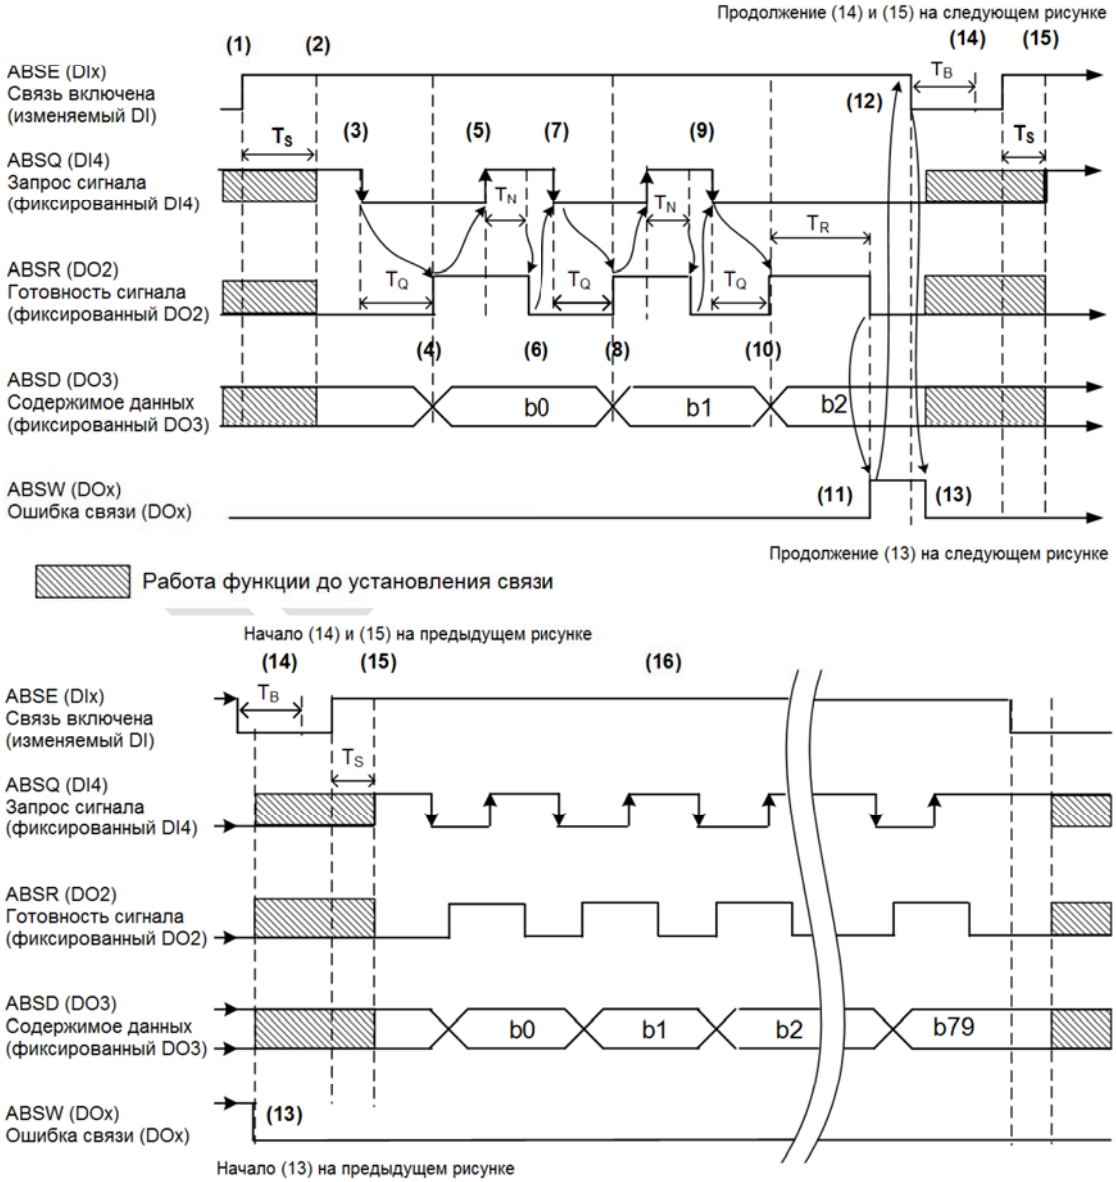

Рис. 10.3.5.1.1 Временная диаграмма для считывания абсолютного положения с помощью DI/DO
4. По истечении времени T_Q данные квитирования готовы, и абсолютное положение отправляется в ABSD. Теперь сервопривод включает сигнал ABSR, и контроллер может получить доступ к данным. Если контроллер все еще не может определить статус ABSR, когда он переходит на высокий уровень по истечении максимального времени T_Q (см. рис. 10.3.5.1.1), возможно, это означает, что произошла ошибка связи.